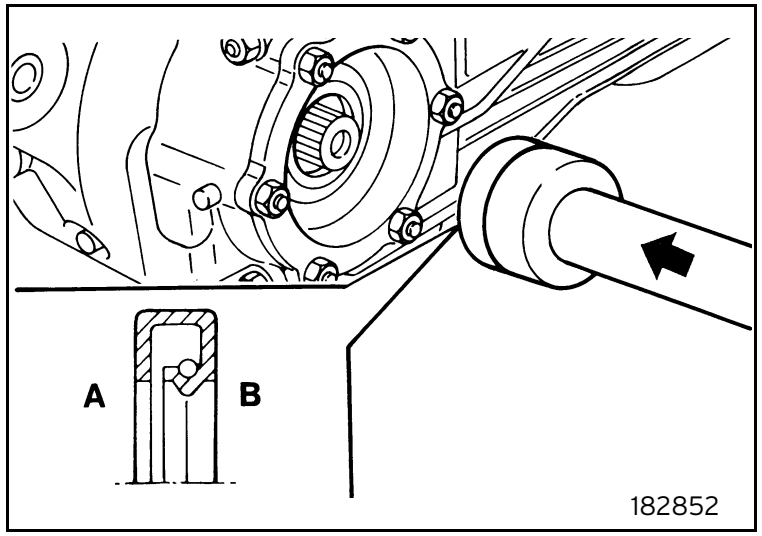

Fig. 52
- Use a suitable block to fit the seal (figure 52). Repeat the operation on the other side.
- Fit a new seal (see figure 52).